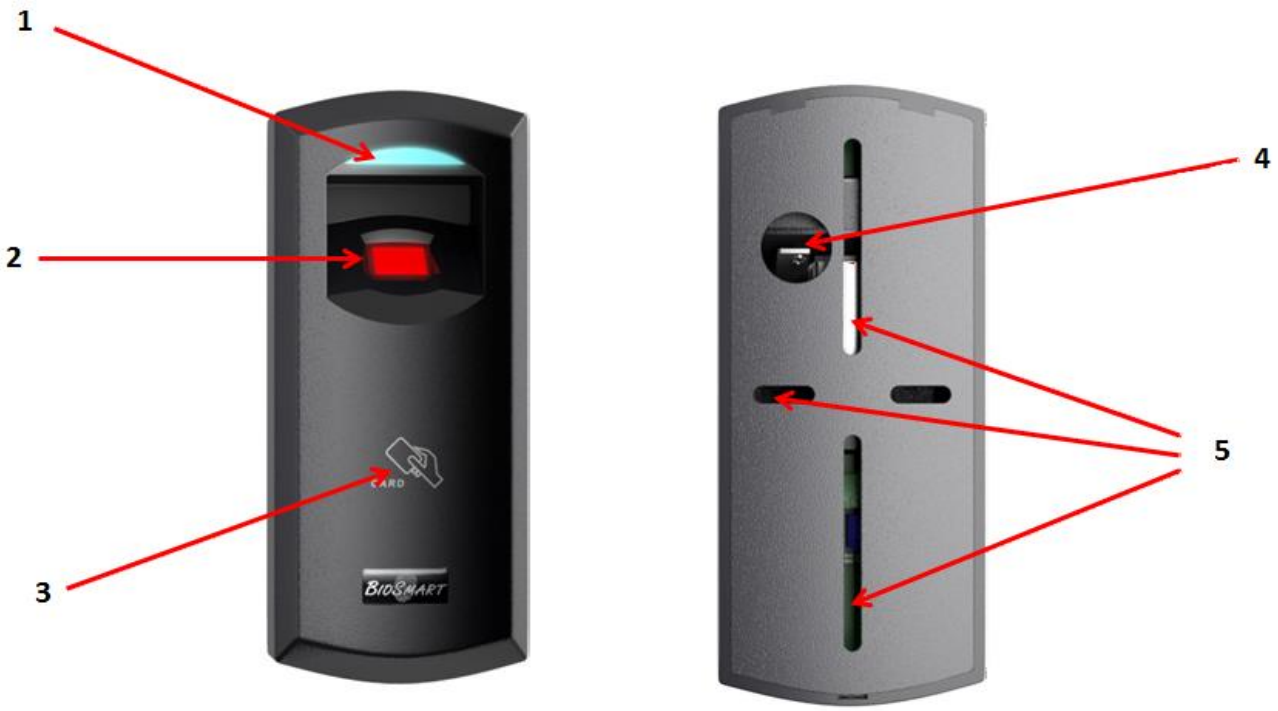

Рисунок 1. Внешний вид контроллера BioSmart 4-O
4) Разметить места крепления контроллера, приложив заднюю крышку контроллера к стене (рисунок 1);